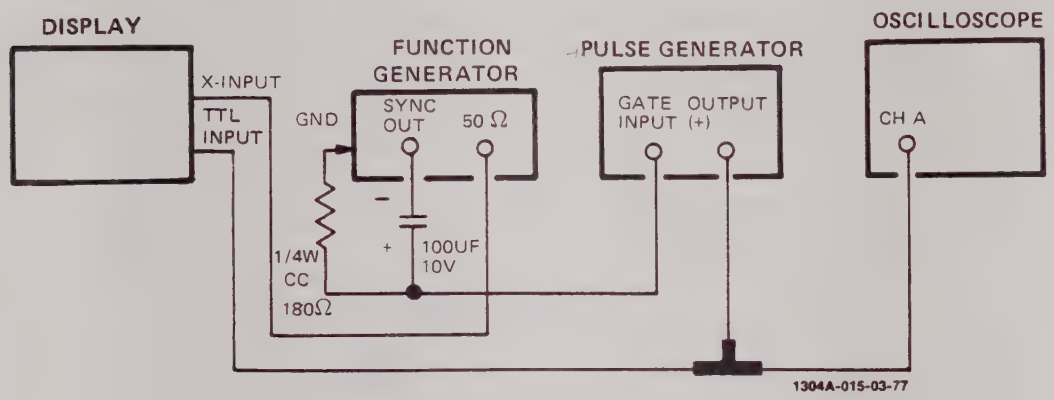

Figure 4-7. Option 216 Test Setup
a. Connect equipment as shown in figure 4-7.
Sync output from the recommended function generator (table 1-4) must be shifted to gate the pulse generator. The R-C network shown in figure 4-7 shifts the output level from the function generator so that stable gating of the pulse generator is assured.